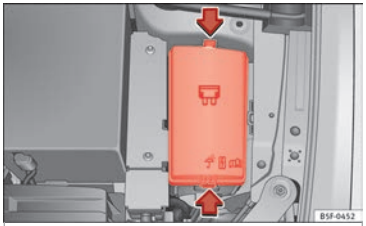

Fig. 102 En el vano motor: tapa de la caja de fusibles.
- Presione las pestañas de bloqueo para desbloquear la tapa de la caja de fusibles ››› **fig. 102**.